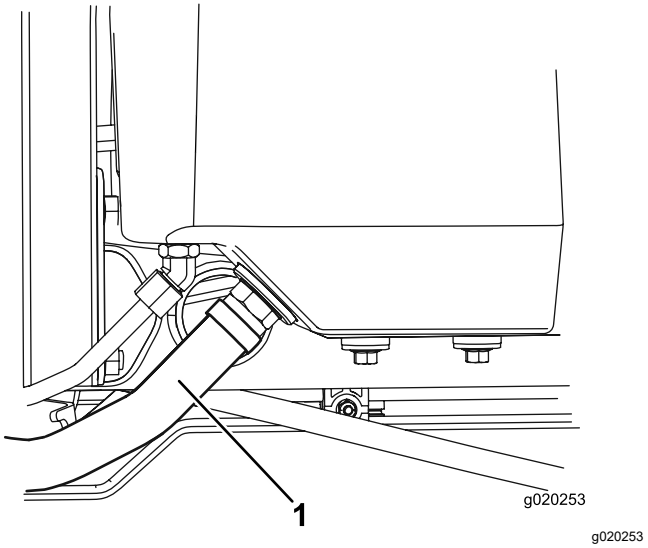

**Figur 78**
2. Koppla bort den stora hydraulslangen (Figur 78) från tanken och låt hydraulvätskan rinna ut i ett kärl.